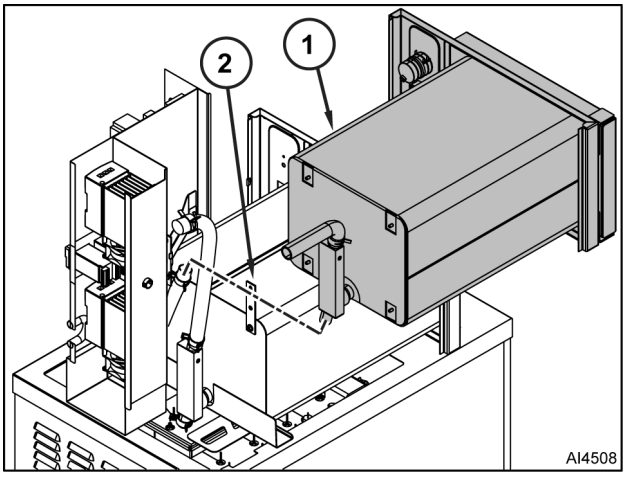

Fig. 47
F. Remove nuts that secure upper cooking compartment (1, Fig. 47) to vertical brackets (2).